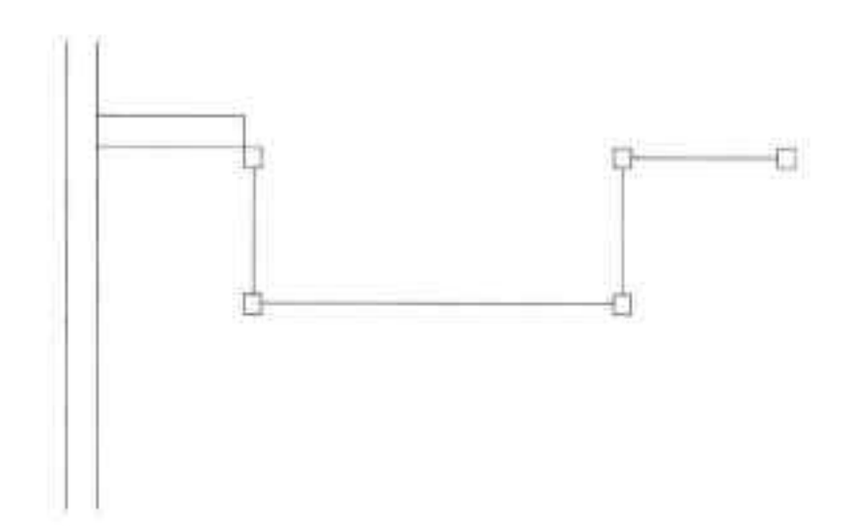

图20-36 连接正方形
Step 06 执行“直线”命令，捕捉中心点，连接正方形，如图 20-36 所示。